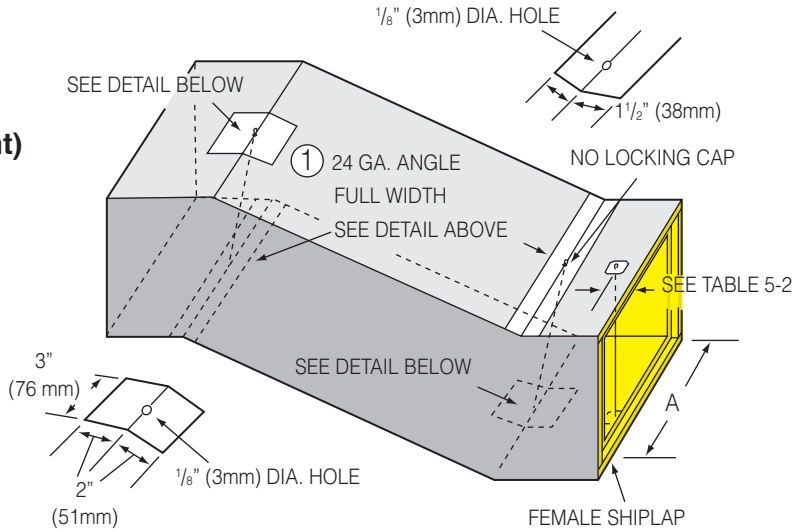

Fig. 5-21A. Offset reinforcement with sheet metal plates and tie rods.
If A is greater than the maximum unreinforced duct dimension, reinforce per ①, Fig. 5-21A.